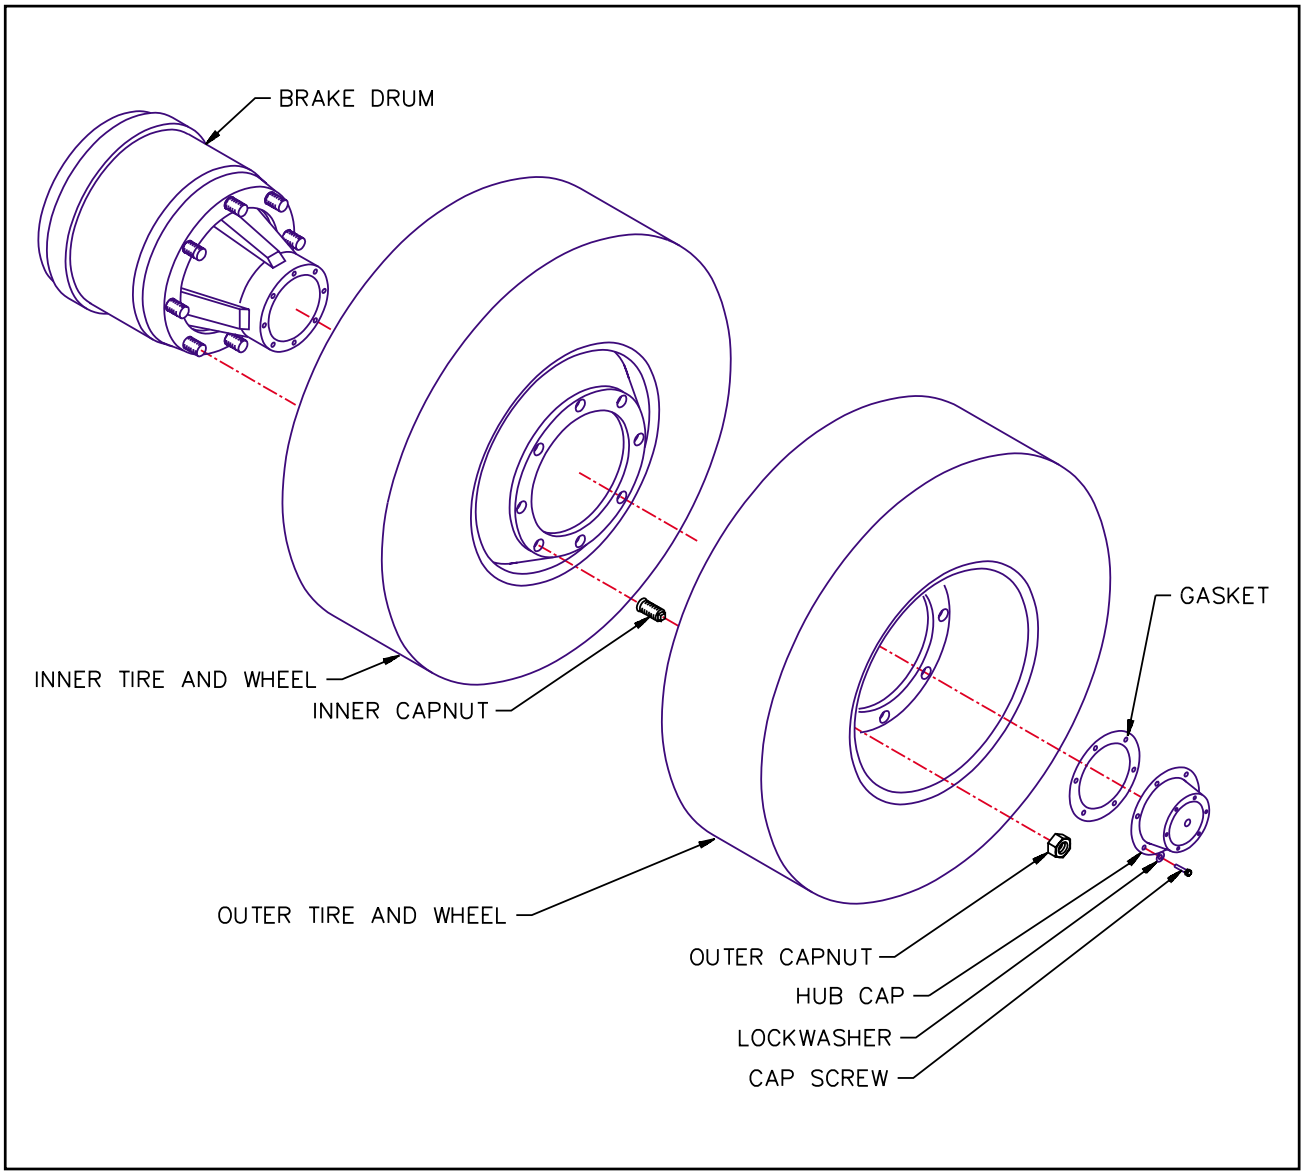

Figure 4-17 Mounting Tires and Wheels
a. Make sure that all mounting surfaces are clean and free of rust, dirt or paint. A wire brush may be used to clean these surfaces **(See Figure 4-17).**